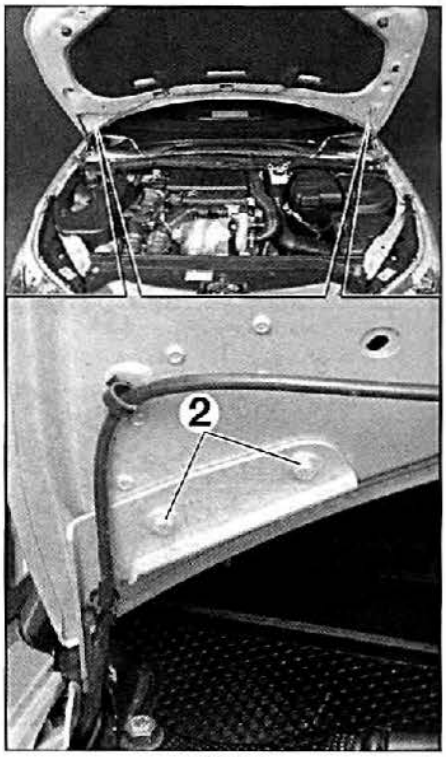

FIG. 20
• Desmontar los tornillos de fijaciones (2) **(fig. 20)** en ambos lados.